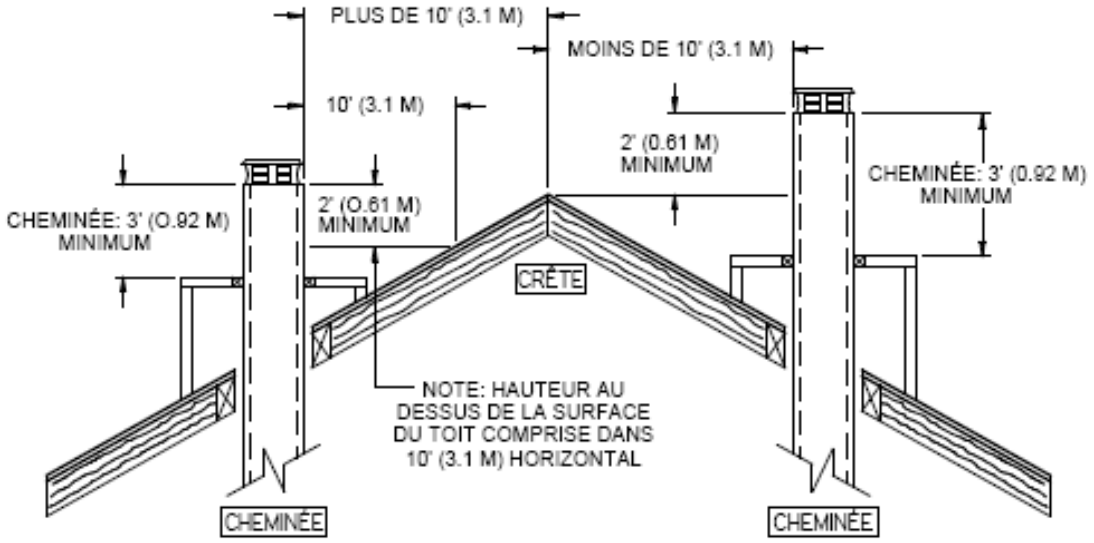

**Figure 31a**
12. **Lorsque vous construisez un habillage de cheminée sur le toit**, la cheminée doit dépasser d'au moins 3 pieds (92 cm) au-dessus de l'habillage de cheminée et d'au moins 2 pieds (61 cm) tout mur, toit ou édifice situé à moins de 10 pieds (3,1 m). Consultez les figures **Figure 31a et 31b** pour déterminer la configuration qui s'applique à votre toit (toit en pente ou plat et distance entre la cheminée et le point le plus élevé du toit et/ou la cheminée la plus proche.)